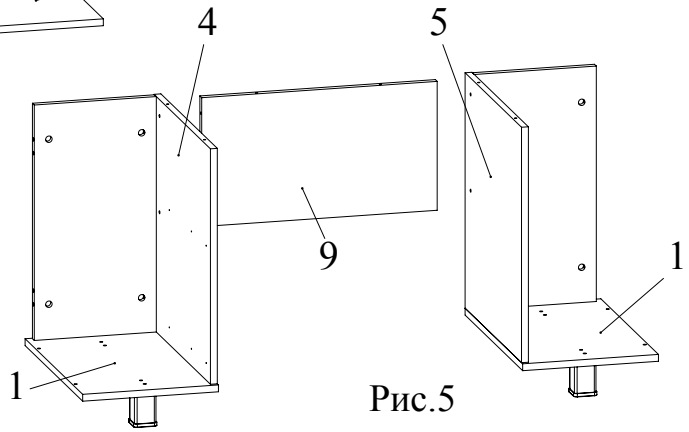

Рис.5
10. Скрепить при помощи конфирматов 7х50 царгу 9 с боковинами 4, 5 (Рис. 5).